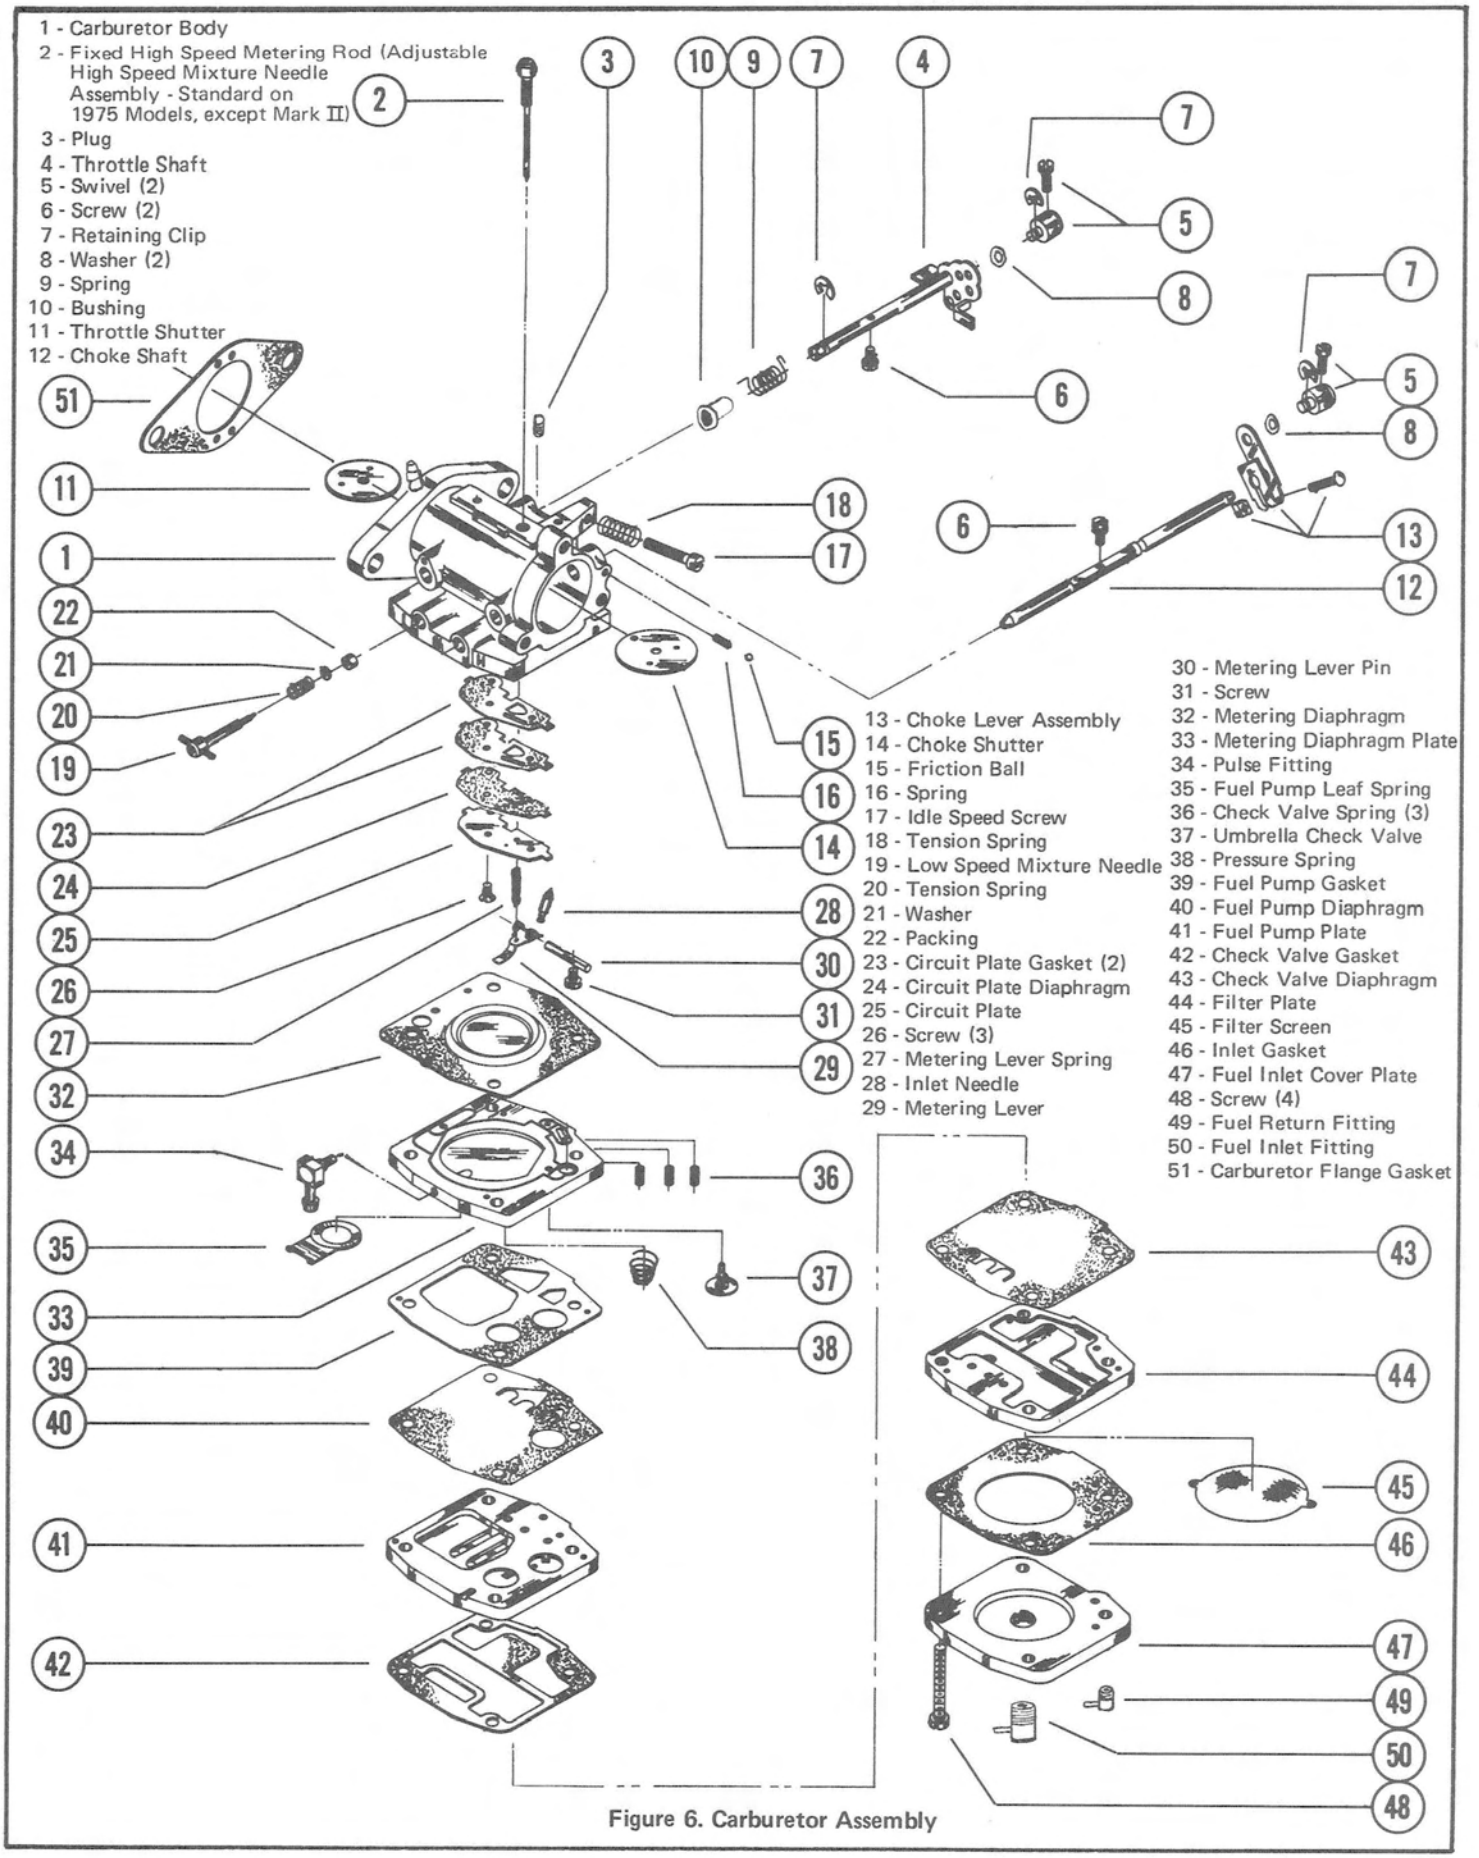

Figure 6. Carburetor Assembly
DISASSEMBLY and CLEANING (Figure 6)
REASSEMBLY (Figure 6)
g. Assemble fuel pump gaskets, diaphragms, plates, springs and filter screen, as shown in Figure 6. Parts fit one way only. Secure with 4 screws.